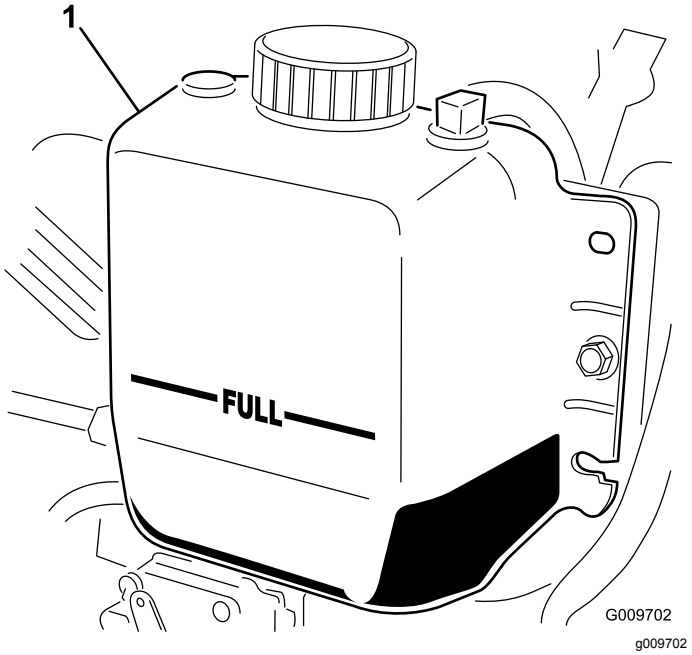

Figuur 111
3. Controleer het koelvloeistofpeil in de radiateur. De radiateur moet worden gevuld tot de bovenkant van de vulbuis, en de expansietank tot de VOL-markering (Figuur 111).